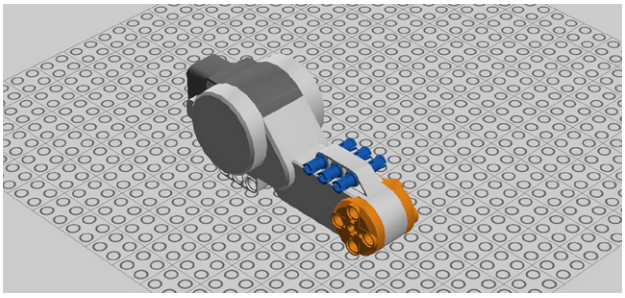

Figure 4-18. *Step 13: Add connector pegs to the motors*
13. Now let's work on the motors. Add three 3M connector pegs as shown in Figure 4-18.